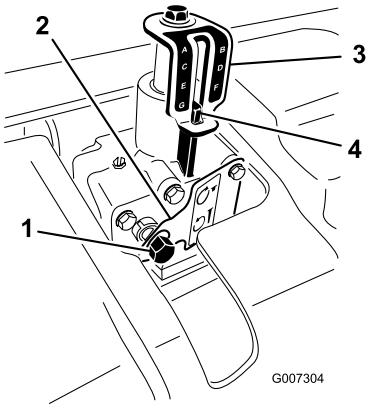

Figur 21
3. Sæt en skraldeanordning med sokkel på 9/6 tomme oven på dybdejusteringsenhedens indgangsaksel (Figur 21).
5. Drej dybdejusteringsenheden med uret for at reducere luftningsdybden, eller drej den mod uret for at øge luftningsdybden. (Figur 21).
6. Drej dybdejusteringsenhedens indgangsaksel, indtil den ønskede dybde opnås som vist på dybdeindikatorens mærkat (Figur 21).